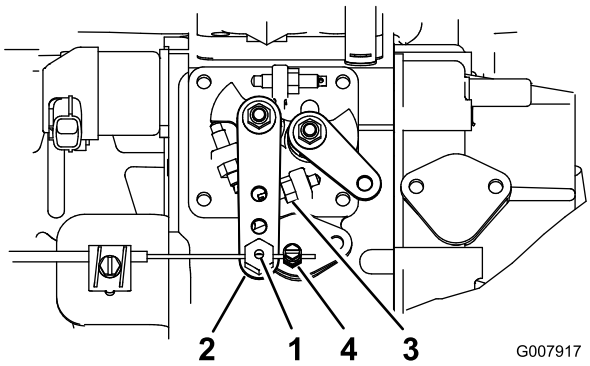

Figur 54
2. Løsn monteringsskruen til gaskablet på gashåndtagskablet ved siden af indsprøjtningspumpens løftearm (Figur 54).
3. Hold indsprøjtningspumpens vippearm mod det høje tomgangsstop (Figur 54).